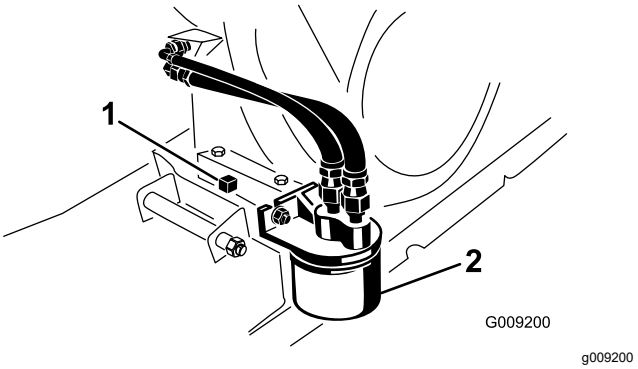

Figur 36
7. Anbring en dræningsbakke under aftapningsproppen (Figur 36).
8. Fjern aftapningsproppen og pakningen (Figur 36).
2. Fjern det eksisterende oliefilter (Figur 36).
4. Skru det nye filter på filteradapteren, indtil pakningen berører monteringspladen. Spænd derefter filteret yderligere ½ til ¾ omgang (Figur 36).